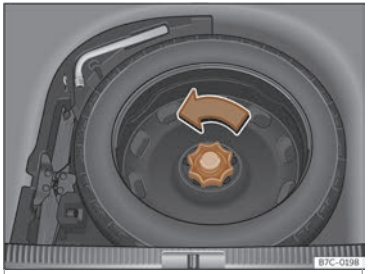

Fig. 211 No maleteiro:piso de carga alzado.
- Xire a roda no sentido contrario ás agullas do reloxo››› **fig. 211**.